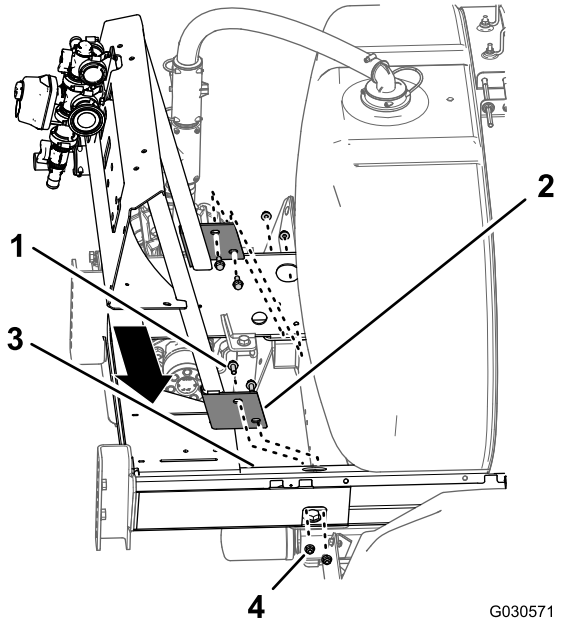

Figur 100
1. Rikta in hålen i grenrörsfästets fläns för systemet med tio sprutventiler med hålen i sprutchassits ram (Figur 100).
2. Montera grenrörsfästet på sprutchassit (Figur 100) med de fyra flänsskruvar (3/8 x 1 tum) och fyra flänslåsmuttrar (3/8 tum) som du tog bort i steg 3 i 18 Ta bort grenrörsfästet för systemet med tre sprutrampssektioner (sida 43).